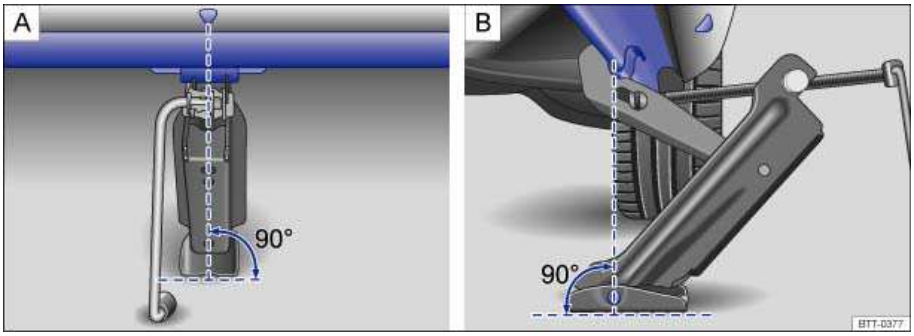

**Fig. 190** Jack in position at the left rear lift point.
10. Position the jack so that its base is directly underneath the lift point ⇒ fig. 190, making sure that the entire base of the jack rests securely on the ground.